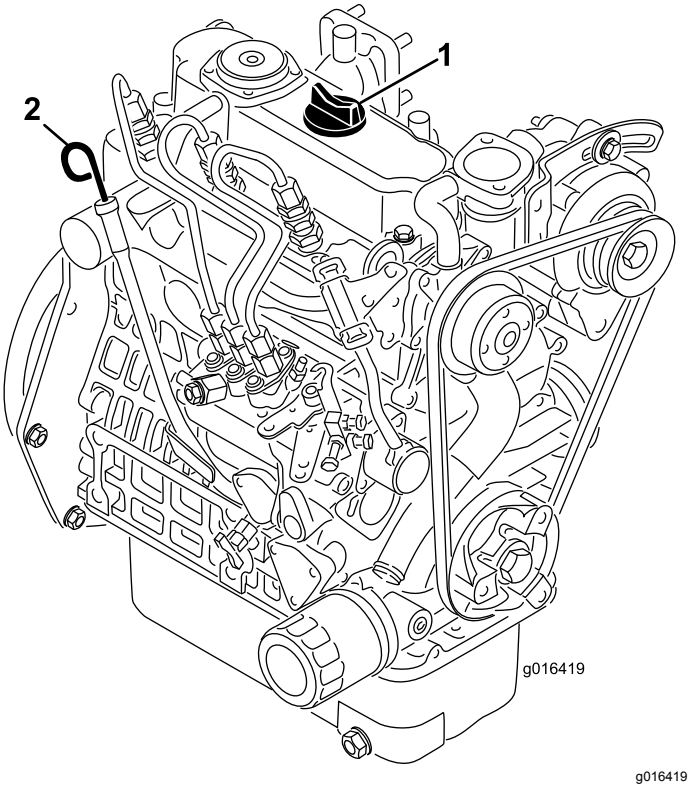

Rysunek 22
2. Wyjmij wskaźnik poziomu i wytrzyj go czystą szmatką (Rysunek 22). Wsuń wskaźnik poziomu do szyjki i upewnij się, że jest on wsunięty do końca. Wyjmij wskaźnik poziomu z rurki i sprawdź poziom oleju. Jeśli poziom oleju jest niski, odkręć korek wlewu na pokrywie zaworu i **powoli** dodawaj olej aż do osiągnięcia poziomu oznaczenia Full (pełny) na wskaźniku poziomu. Dodawaj olej powoli i w trakcie tej czynności sprawdzaj jego poziom. **Nie przepełniaj zbiornika**.